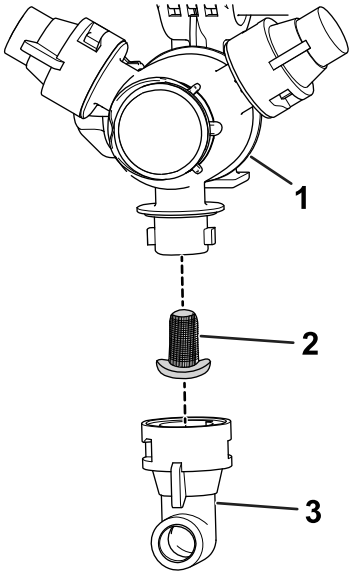

Figur 61
2. Fjern dysen fra sprederhodet (Figur 61).
3. Fjern det gamle dysefilteret (Figur 61).
4. Sett i det nye dysefilteret (Figur 61).
5. Monter dysen på sprederhodet (Figur 61).